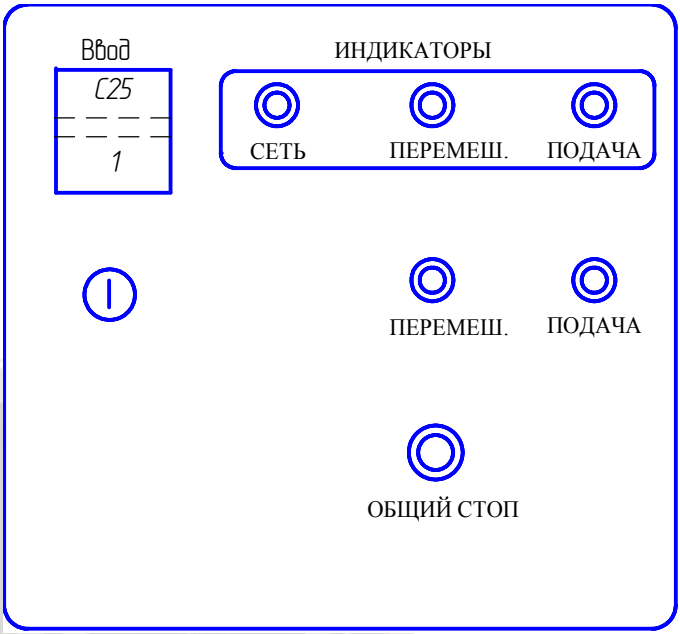

Рис.4 – Шкаф управления (панель управления). Общий вид.
6.1. Управление пневмонагнетателем СО-241К-Р11 осуществляется единым блоком управления (рис.4).